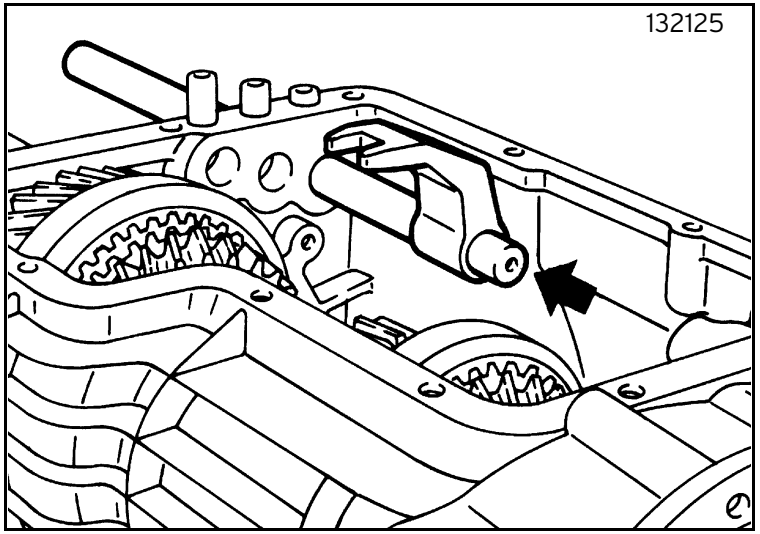

Fig. 25
- take out the I/RM control rod with its ratchet and fork (figure 25);